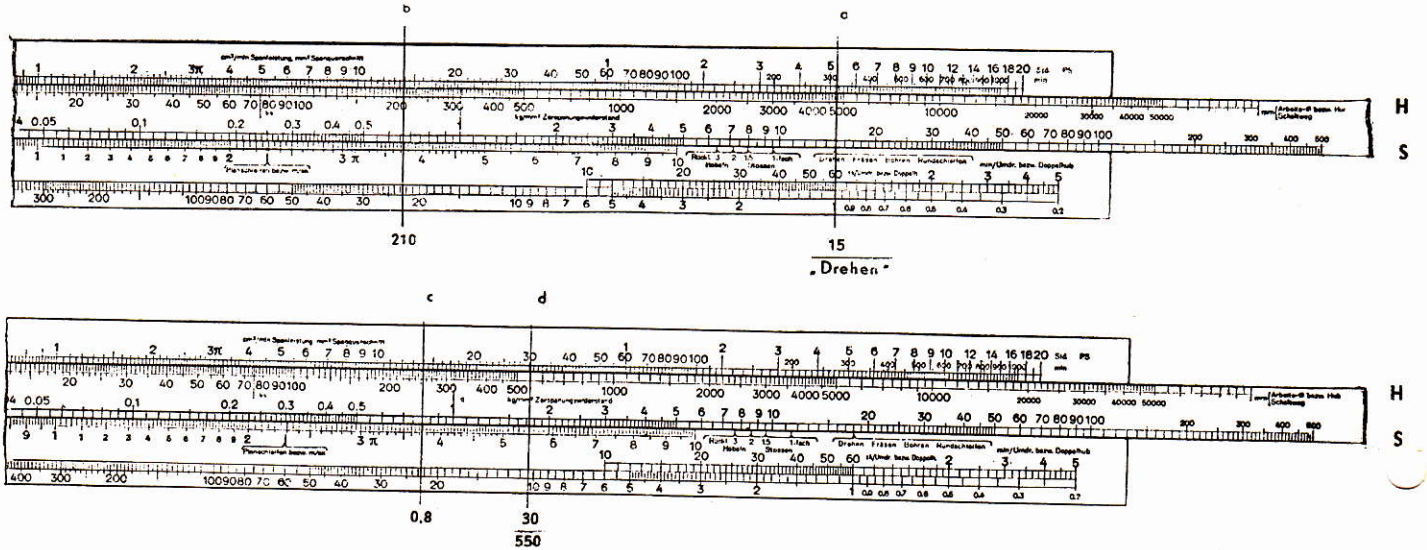

Fig. 11
1. Beispiel, Fig. 11: Eine glatte Welle aus Stahl, von 210 mm Durchmesser und 550 mm Länge, auf mittelschwerer Drehbank mit Schnellstahl-Werkzeug außen zu schruppen.
Nach der Tabelle auf der Rückseite des Schiebers kann man für mittelharten Stahl etwa 15 m/min Schnittgeschwindigkeit und etwa 0,8 mm/Umdr. Vorschub wählen. Man stellt also Schnittgeschwindigkeit 15 der unteren Schieberskala **S** über den Teilstrich „Drehen" (Fig. 11 a), schiebt den Läufer auf 210 mm Arbeitsdurchmesser in der oberen Schieberskala **H** (Fig. 11 b), den Vorschub 0,8 in der unteren Schieberskala **S** wieder unter den Läuferfaden (Fig. 11 c) und zuletzt den Läufer auf den Schaltweg (= Drehlänge) 550 mm in der oberen Schieberskala **H** (Fig. 11 d). Die Bearbeitungszeit steht gleich darüber auf **A** mit 30 min.